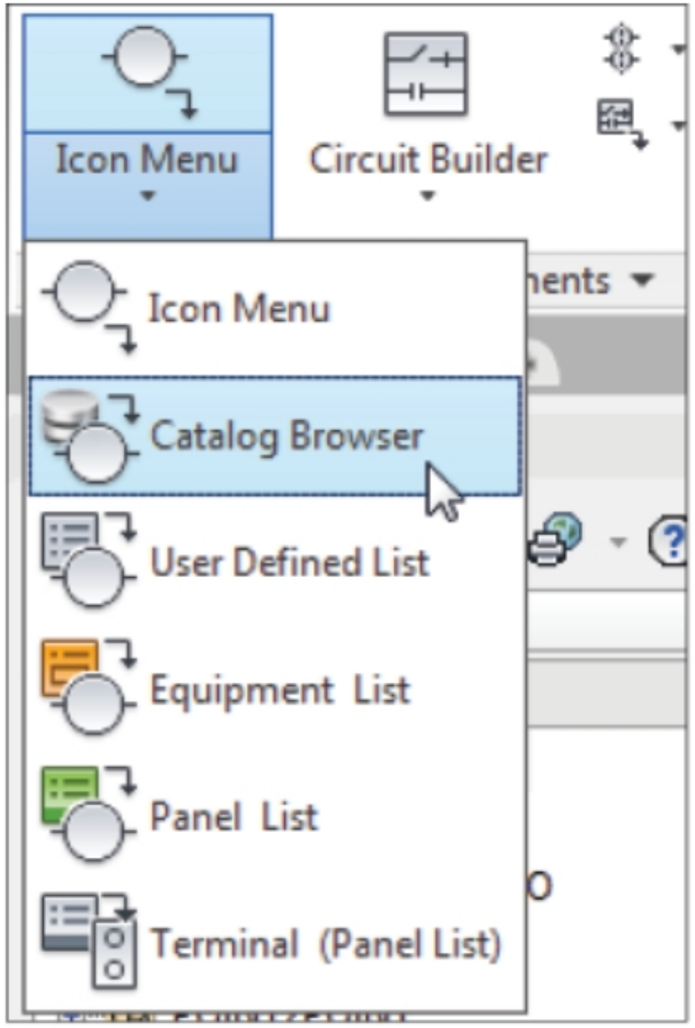

Figure-65. Catalog Browser button
- Click on the **Catalog Browser** button from the **Components** drop-down; refer to Figure-65. The **CATALOG BROWSER** will be displayed.